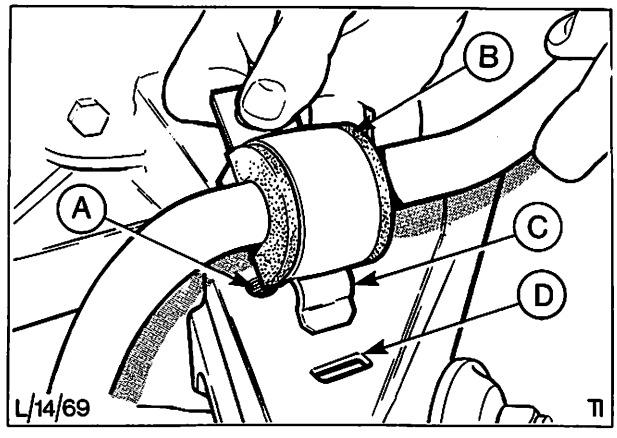

Abb. 13 Klemmschelle – Stabilisator
8. Stabilisator-Schellen vom Rahmen abbauen, Abb. 13, Muttern, Schrauben und Unterlegscheiben entfernen und Querstabilisator abnehmen.